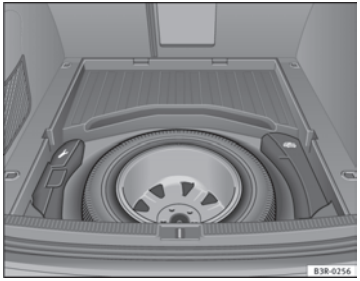

Fig. 194 Spare steel rim wheel
– Turn the plastic knob ⇒ fig. 194 anti-clockwise.